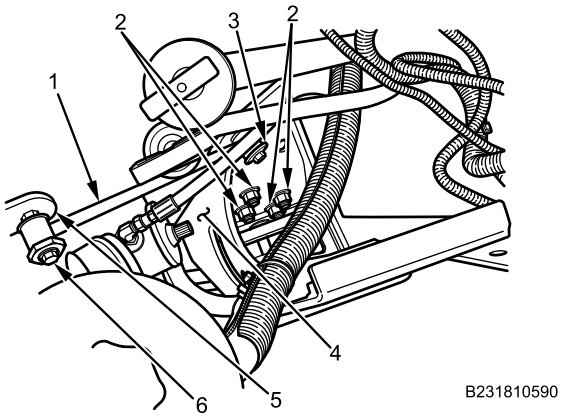

Figure 2. Left Side Engine Armor Plate Bracket.
2. With assistant, position engine armor plate bracket (Figure 2, Item 4) on frame rail.
3. Install engine armor plate bracket (Figure 2, Item 4) with four bolts and four new locknuts (Figure 2, Item 2). Tighten securely.
4. Install radiator support (Figure 2, Item 1) on radiator assembly bracket (Figure 2, Item 5) with bolt (Figure 2, Item 6), nut, and washer. Do not tighten.
5. Install radiator support (Figure 2, Item 1) on engine armor plate bracket (Figure 2, Item 4) with bolt, nut, and washer (Figure 2, Item 3). Tighten all nuts and bolts securely.